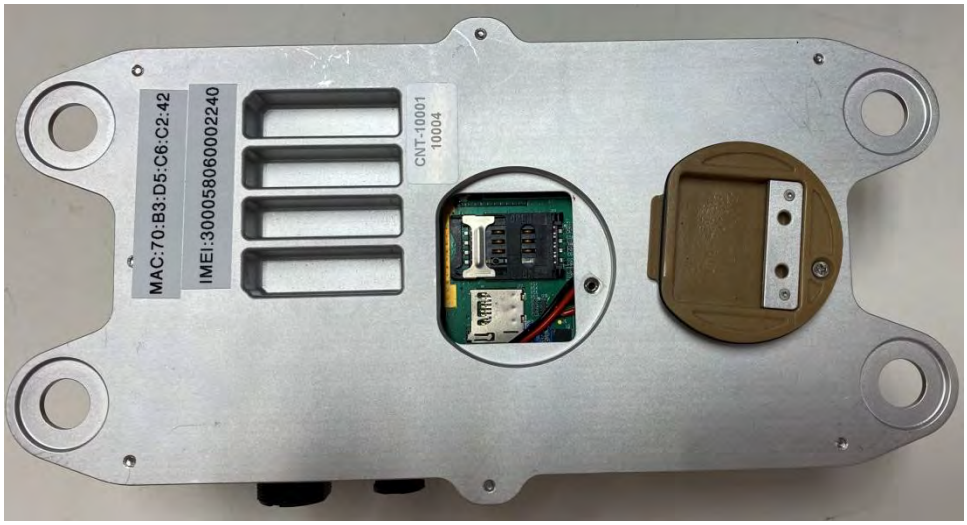

Figure 28: Access Door Removed
3. Remove the Access Door completely to expose the SIM card holder (Figure 28.)
4. To open the SIM card holder, slide the metal portion toward the screw hole. In Figure 28, this would be toward the right.